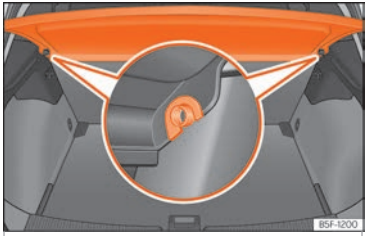

Fig. 122 En el maletero: desmontar y montar la bandeja.
- Desencaje la bandeja de los soportes laterales ››› **fig. 122** tirando de ella hacia arriba y extraiga la bandeja.
- Introduzca la bandeja horizontalmente haciendo coincidir la "herradura" sobre el eje de los soportes ››› **fig. 122**, y presione hacia abajo hasta que encastre.